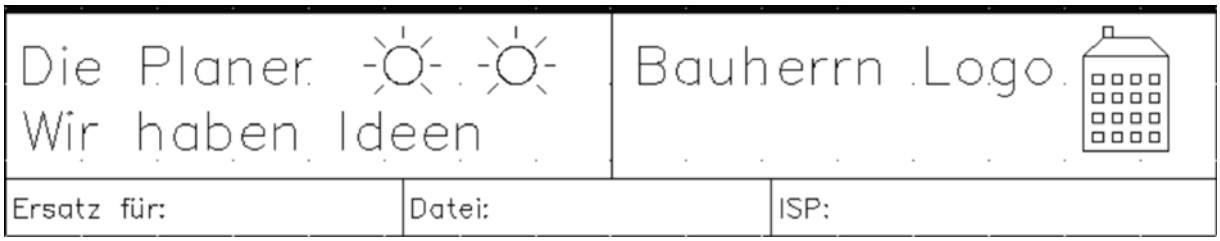

Bild 26.16 – Ein Logo wird in BricsCAD erstellt
- Möchten Sie also ein farbiges Logo anlegen, so dürfen Sie hier ausnahmsweise **nicht** mit den Layer-Eigenschaften arbeiten. Die Objekte erhalten ihre Eigenschaften vielmehr direkt von der Eigenschaften-Palette (Abb. 26.16).